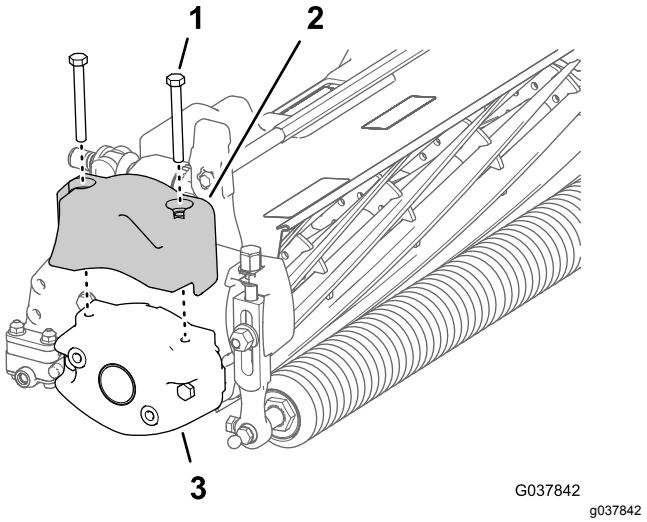

Figure 3
5. **If you are installing the kit on a cutting unit of a TriFlex hybrid machine**, remove the 2 cap screws that secure the electrical counterweight to the reel, and remove the counterweight (Figure 3).